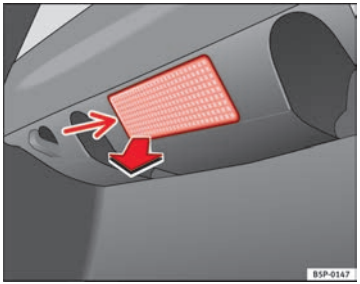

Fig. 166 Luggage compartment light
– Extract the tulip shaped fitting by pressing on the inside edge of this -arrow- using the flat side of a screwdriver ⇒ Fig. 166.